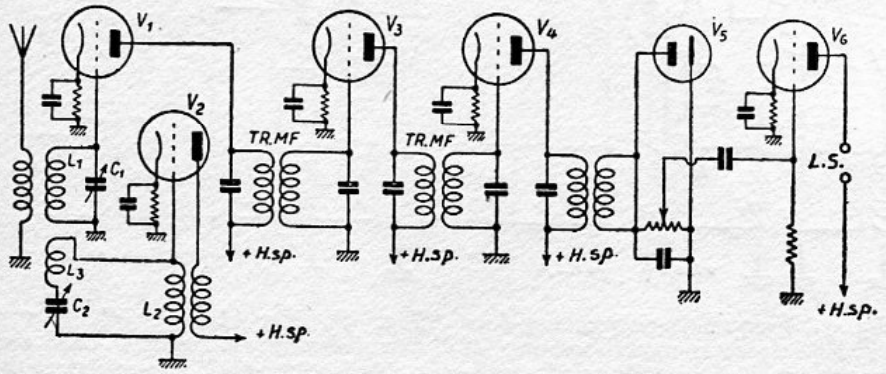

Fig. 91. Schema van de superheterodyne met afzonderlijke oscillatorlamp V_2.
W. — Voor de frequentie-omvorming bestaan tallooze systemen. Hun principe is vrijwel hetzelfde, zoodat het voldoende is als ik je de voornaamste en vooral de meest gebruikelijke beschrijf. Het oudste systeem is dat, wat in zeker opzicht het principe van de superheterodyne zelf als schema heeft (fig. 91). Een afzonderlijke heterodyne (of zooals men ook zegt: *oscillator*) V_2 bevat in den trillingskring L_2C_2 een kleine „koppelspoel" L_3, die inductief gekoppeld is met spoel L_1 van den ingangskring. Dank zij deze koppeling brengt de oscillator zijn trillingen over in den kring L_1C_1. Zoo worden dan aan het rooster van lamp V_1 tegelijkertijd twee wisselspanningen gegeven: die van de antenne en die van den oscillator. De plaatstroom vertegenwoordigt dan ook de trilling, die het resultaat is van de superpositie der beide aan het rooster gegeven trillingen: dat zal dan de midden-frequente stroom zijn. Zooals ik den ontvanger heb geteekend, bevat hij achtereenvolgens twee versterkingstrappen voor M.F. (V_3 en V_4), gekoppeld door transformatoren met afgestemde primaire en secondaire. Vervolgens komt de diode-detector (V_5) en de L.F. versterking (V_6).